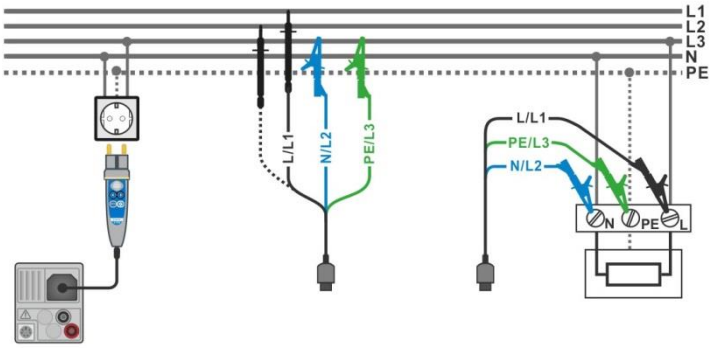

Figure 4.44: Phase-neutral or phase-phase line impedance measurement – connection of Plug commander and 3-wire test lead
- Connect test leads or Plug commander to the object under test, see ***Figure 4.44***.